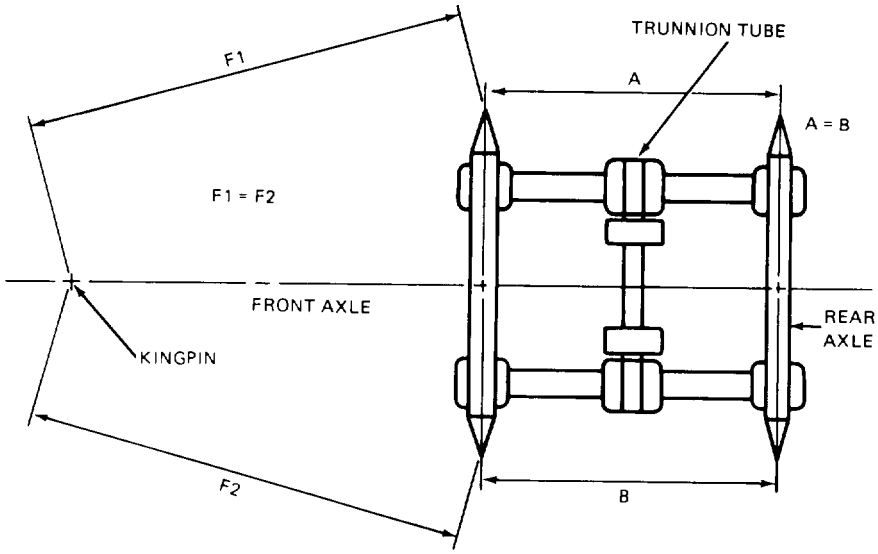

Figure 5-2. Axle alignment
(1) Align front axle with the kingpin (figure 5-2).
(2) There is one prewelded adjustment plate and one that is not welded on each side of the axle. After alignment is complete, weld the unwelded adjustment plates. Welds are per Class 2, MIL-STD-1261.
(1) Align rear axle with front axle (figure 5-2).